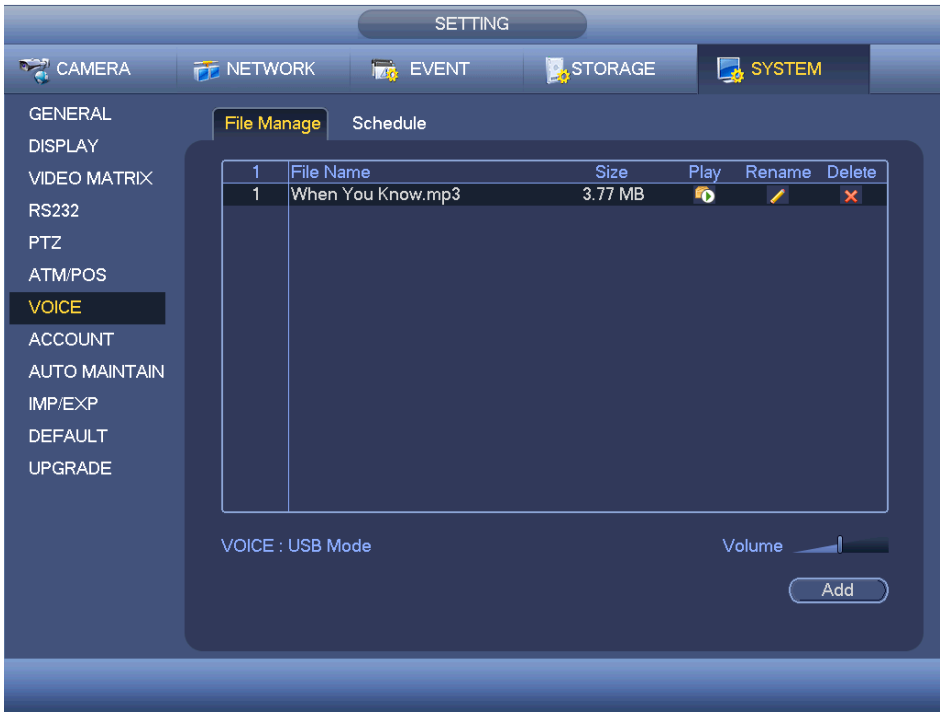

Figure 4-179
Here you can add audio file, listen to the audio file, or rename/delete audio file. Here you can also set audio volume. See Figure 4-179.
- In Figure 4-179, when it is HDD mode, the newly added audio file can be saved on the HDD automatically. You do not need to connect to the USB device if you want to use it the next time.
- In Figure 4-179, when it is USB mode, after you imported, you need to connect the USB device all the time; otherwise, the audio link function may fail. So, if you want to use the audio trigger function, please make sure the audio file is on the UBS device and the USB device has connected to the DVR before the DVR boots up. You need to make sure the USB device connection is always there if you want to manage and use the audio file function.